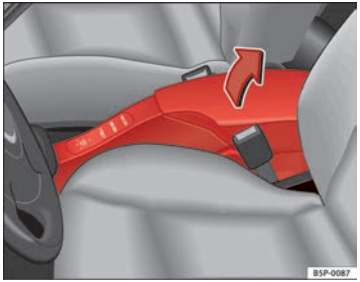

Abb. 101 Armlehne vorne mit einem Ablagefach
– Zum Öffnen des Ablagefaches drücken Sie die Taste der Armlehne in Pfeilrichtung ⇒Abb. 101 und heben den Deckel nach oben an.